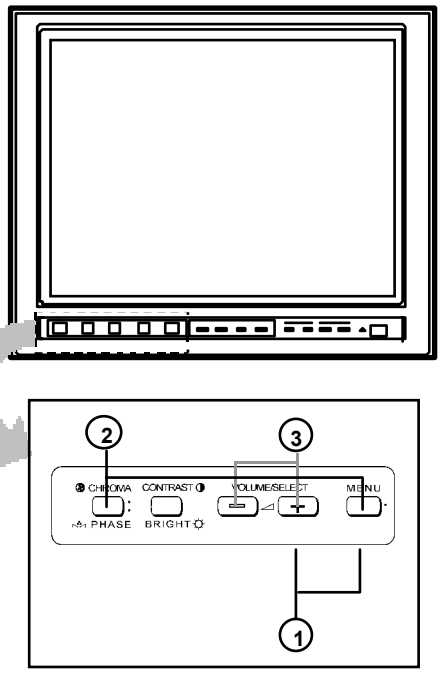

Fig.1
(1) HOW TO ENTER THE SERVICE MENU
① Press **MENU** key and **VOLUME/SELECT + (UP)** key simultaneously (Fig. 1). The letter "S" appears at the upper left of the screen (Fig. 2).
② While displaying the letter "S", press **MENU** key and **CHROMA/PHASE** key simultaneously (Fig.1).